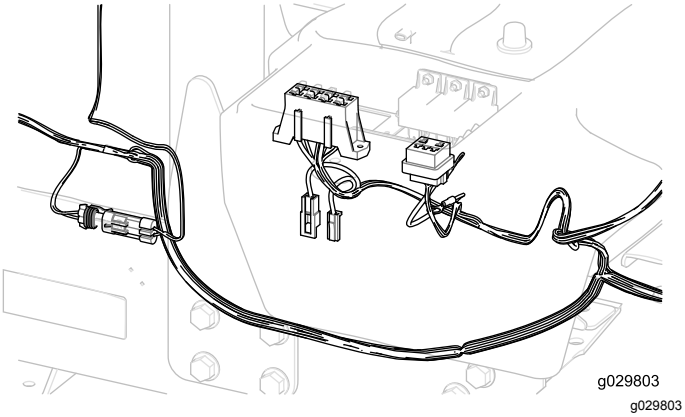

Figuur 24
2. Leid het gedeelte met het zekeringenblok van de kabelboom van onder de rechterzijde van de tractie-eenheid naar boven en in de opening in het zekeringencompartiment (Figuur 24).